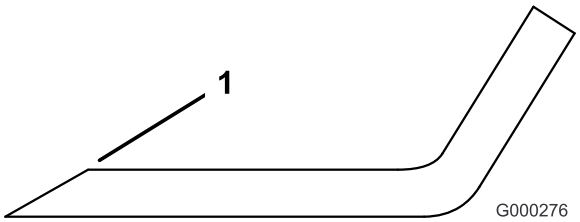

Figuur 23
3. Controleer de snijranden van alle messen. Als de snijranden niet scherp zijn of bramen vertonen, moeten ze worden geslepen. Gebruik een vijl om de bovenkant van het mes te slijpen en de oorspronkelijke snijhoek te behouden en te zorgen dat het mes scherp blijft (Figuur 23). Het mes zal in balans blijven als dezelfde hoeveelheid metaal aan beide snijranden wordt weggehaald.